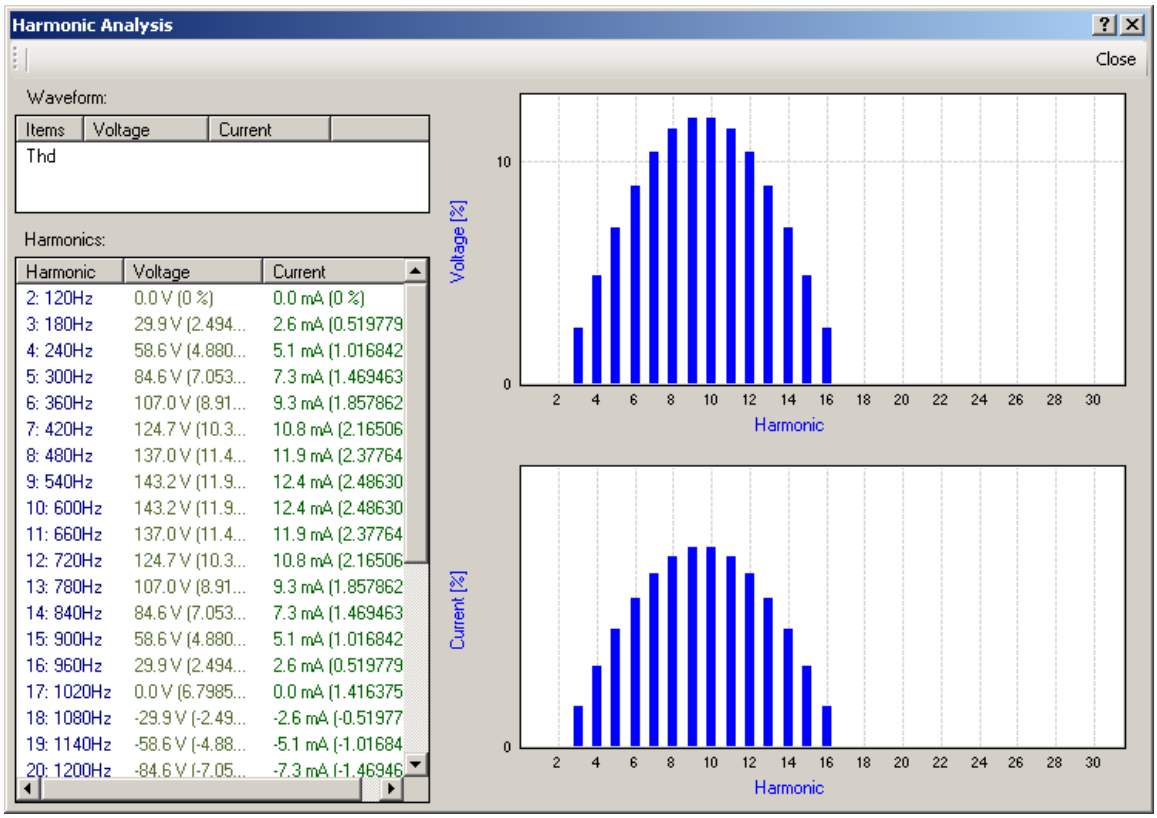

Figure 2-44 Harmonic Analysis Screen
2. Select **Monitor/Harmonic Analysis** from the TapTalk toolbar. TapTalk will display a "Harmonic Analysis" screen (Figure 2-44).